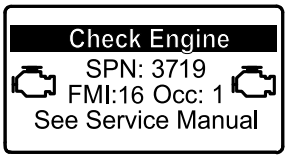

**Figur 31**
- Om en parkerad regenerering krävs visar InfoCenter motorvarning SPN 3719, FMI 16 (Figur 31) och motorns dator minskar motoreffekten till 85 %.